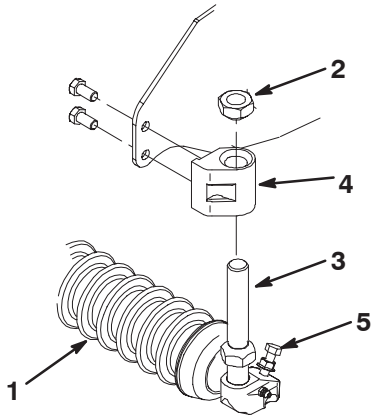

Figure 22
9. Remove the top cone nuts securing both **front** roller support rods to the height of cut brackets (Fig. 22).
10. Loosen the roller shaft screw on one height of cut bracket (Fig. 22). Slide the rod supports and roller assembly out of the height of cut brackets.
11. Remove the (2) capscrews securing the height of cut brackets to each end of the cutting unit (Fig. 22). Discard the height of cut brackets and the capscrews.